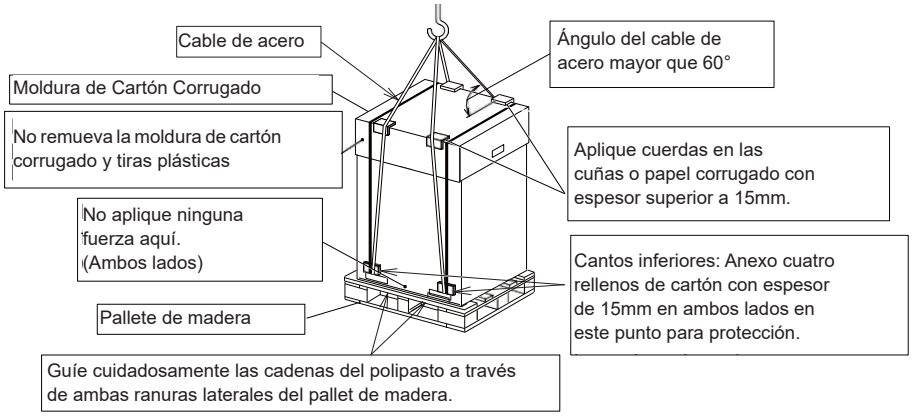

Fig. 2.1 Trabajos de suspensión para el transporte
(1) No retire ningún material de embalaje.
(2) Cuelgue la unidad en condiciones de empaque con dos (2) cables de acero como se muestra en la Fig. 2.1.